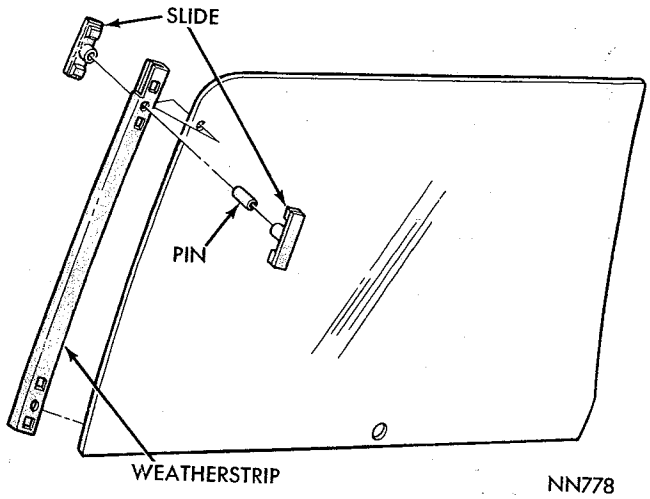

**Fig. 73—Glass Slide and Weatherstrip**
(8) Remove the glass slide and weatherstrip (Fig. 73).
(1) Install weatherstrip and slide on glass (Fig. 73).